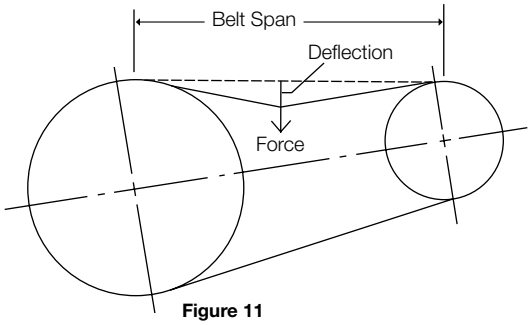

Figure 11
Step 1. Install the belt as per Steps 1 and 2 of the General Method. Measure the span length (in inches) as illustrated in Figure 11.
Step 2. From Figure 11 determine the deflection height required for the drive. The deflection height is always 1/64" per inch of span length. For example, a 32" span length requires a deflection of 32/64" or 1/2". To measure the deflection height place a straightedge from sprocket to sprocket on top of the belt or wrap a string or steel tape around the sprockets on top of the belt. This will serve as a reference line to measure deflection inches.